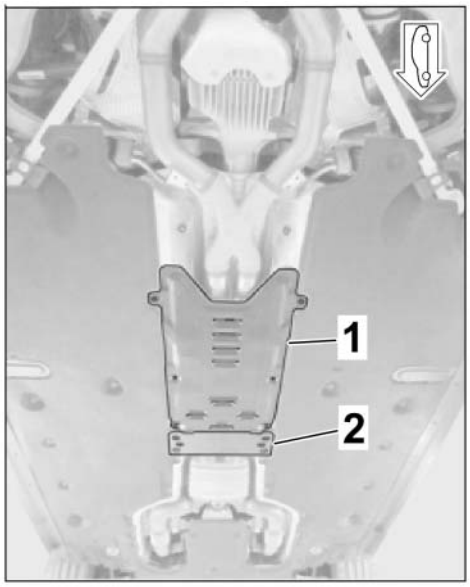

Figure 21
3.1.1 Remove tunnel cover on –center–underbody (⇒ *Figure 21* **-1-**) and detach center underbody cover at the left/right side. ⇒ *Workshop Manual '519319 Removing and installing cover for centre underbody'*
3.1.2 Remove tunnel strut (10 x hexagon-head bolts, M10 x 45 ⇒ *Figure 21* **-2-**). ⇒ *Workshop Manual '260119 Removing and installing exhaust system'*